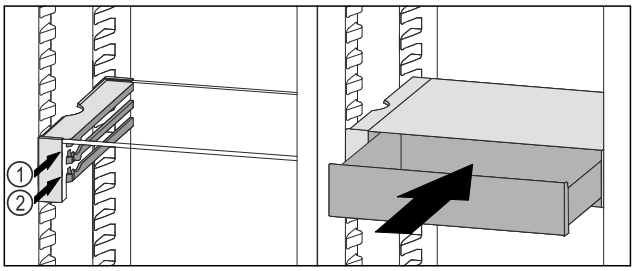

Fig. 172
▶ Place the VarioSafe drawer behind the stoppers on desired rib *Fig. 172 (1)* or *Fig. 172 (2)*.